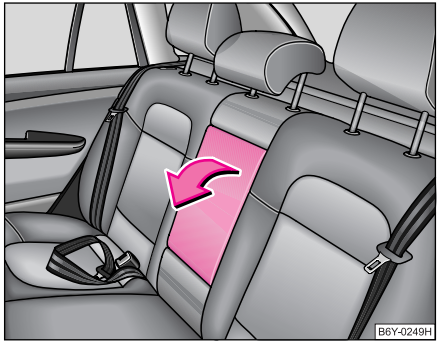

Fig. 81 Scaunele din spate: Cotiera
– Cotiera se poate rabata în jos, pentru sporirea confortului ⇒ fig. 81.